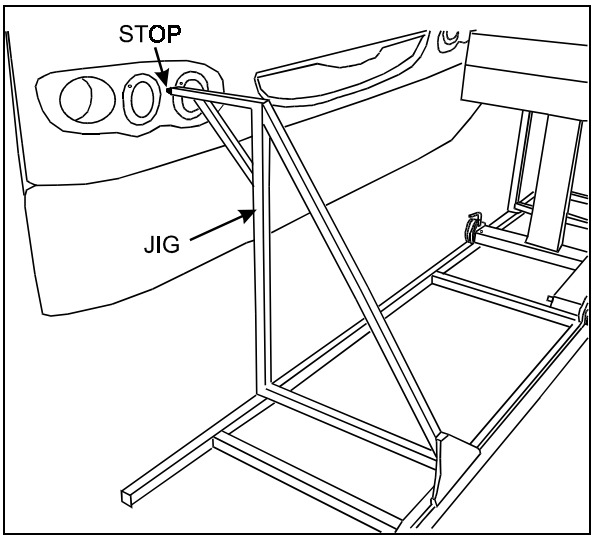

FIGURE 41: INSTALLATION OF JIGS 06499
3. Install jigs #29263 and #29262 onto the support rail. Position the support rail so that both stops are centered between the two beams (Fig. 41). Mark the position for future reference.